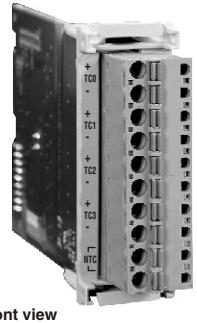

Figure 1.1 : **Front view**
- FL-SC-AIDF04-TC-CE card as shown in Figure 1.1 is used as a plug-in module in Flexys series and not as an independent module.